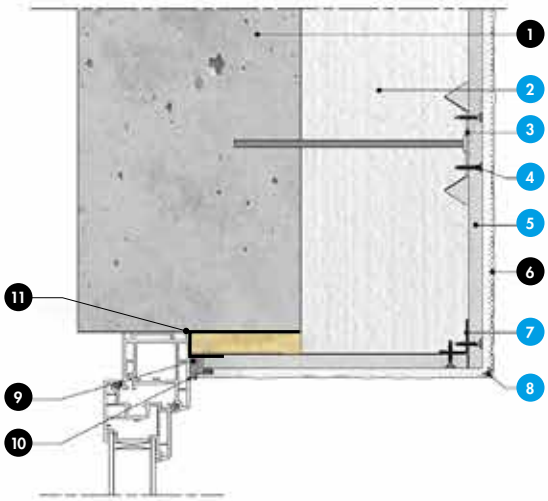

Fig 6 : Traitement des tableaux (retour d'isolation inférieur à 30 mm)
**Nomenclature de la figure 6**